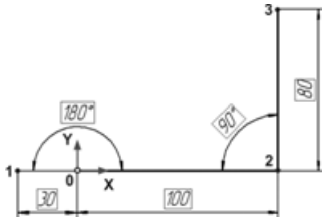

Рис. 8.48
- Проставьте два угловых размера и присвойте им значения, показанные на рис. 8.48[1]. Построение эскиза первого участка закончено, закройте эскиз.